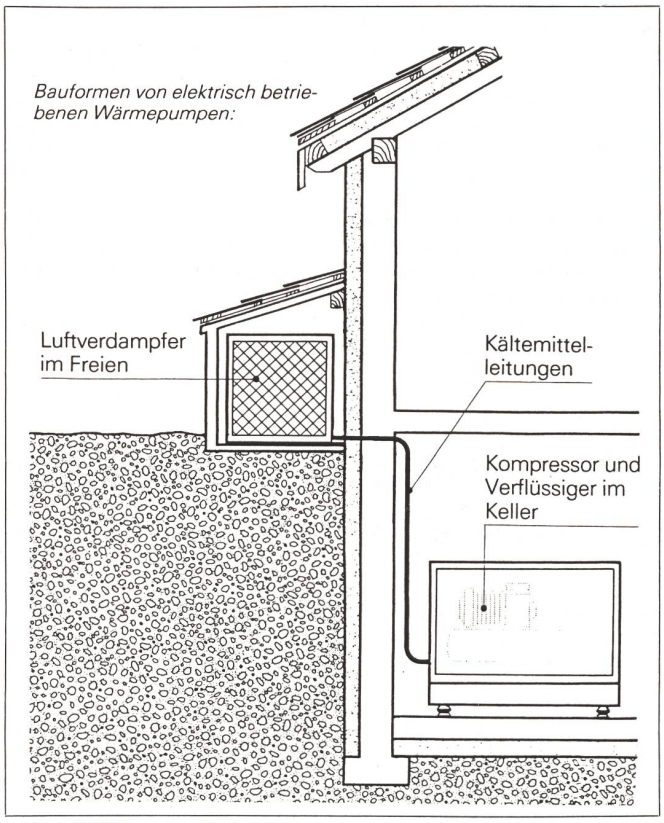

*Abb. 1. Split-Ausführung (z. B. von Luftwärmepumpen).*
Die *Wasser/Wasser-Wärmepumpe* ist eine kompakte, in ein Gehäuse eingebaute Maschine. Durch Wasserleitungen wird die Umweltenergie zu- und die Heizwärme abgeführt. Diese Bauform wird üblicherweise bei der Nutzung von Wärmequellen wie Grundwasser, Oberflächengewässer, Erdkollektoren, Energiedach eingesetzt *(Abb. 1)*.
*Wärmepumpenboiler* sind kompakte Warmwasserboiler, die anstelle der herkömmlichen Elektroheizschlange mit einer kleinen Wärmepumpe ausgerüstet sind. Sie benötigen zum Aufheizen der gleichen Wassermenge etwa 30–70% weniger elektrische Energie als ein entsprechender Elektroboiler. Die restliche Wärme wird der Raumluft entzogen; dabei ist es wichtig, dass der Wärmepumpenboiler in einem genügend grossen und unbeheizten Kellerraum aufgestellt wird. Damit vermeidet man, dass der Boiler die Wärme irgendwo «stiehlt» *(Abb. 1)*.
- Die *Split-Ausführung* gestattet es, den Verdampfer vom übrigen Aggregat getrennt – zum Beispiel im Estrich oder im Garten – aufzustellen. Die beiden Teile sind dann durch Kältemittelleitungen miteinander verbunden. Diese Bauform bietet Gewähr für eine optimale Plazierung des Verdampferteils *(Abb. 1)*.